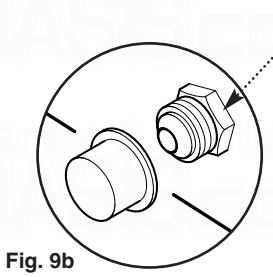

Fig. 9b
1. Remove the protection cap from the sensing pipe adaptor on the burner mounting plate. Slacken the screw retaining the sensing pipe 'P' clip (Fig. 9b, 9c & 9d).